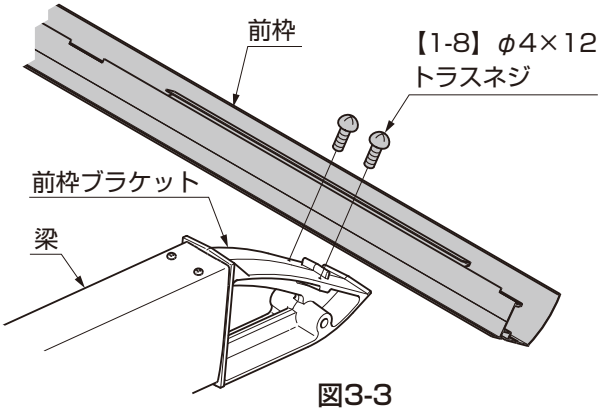

図3-3
④前枠を前枠ブラケットに【1-8】で取付けてください。（図3-3参照）